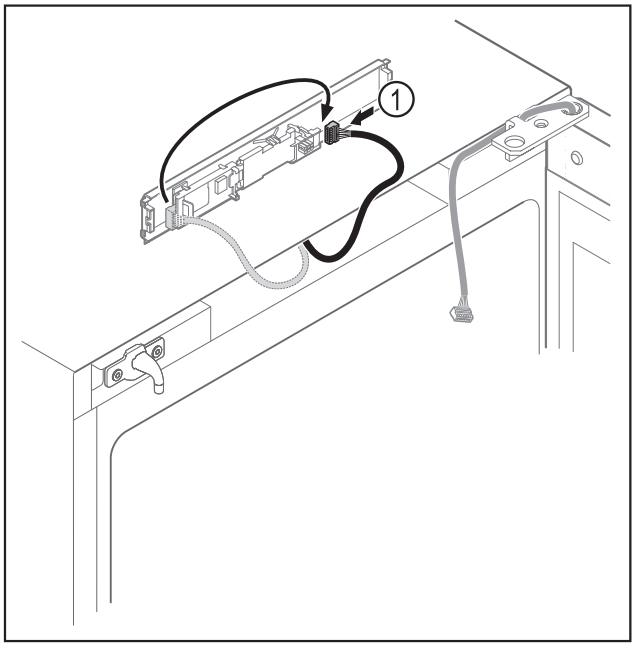

Fig. 7
▶ Schimbați poziția de introducere a fișei *Fig. 7 (1)* la placa electronică.